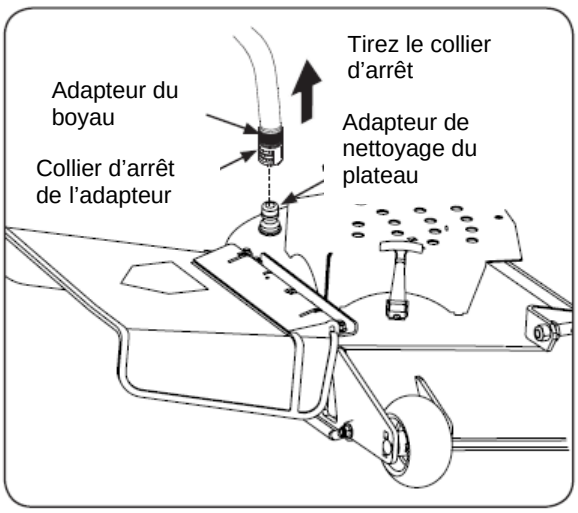

Figure 6-2
3. Tirez le collier d'arrêt de l'adapteur de boyau et poussez l'adapteur dans un des adapteurs de nettoyage du plateau, à une des extrémités du plateau de coupe. Relâchez le collier d'arrêt pour verrouiller l'adapteur sur le boyau. Consultez la Figure 6-2.